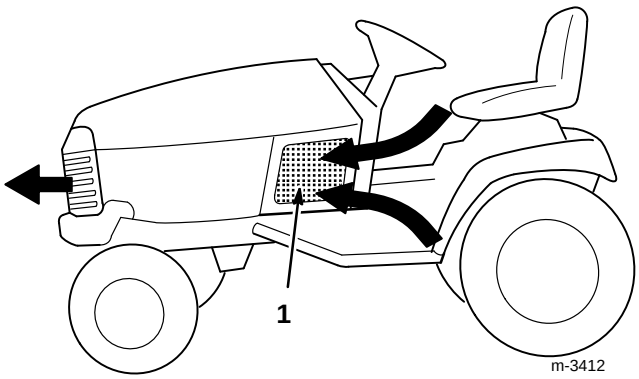

Figure 7
2. Contrôler la propreté des 3 grilles de prise d'air (Fig. 7). Les débarrasser des débris qui les obstruent avant chaque utilisation, et en cours d'utilisation si nécessaire.